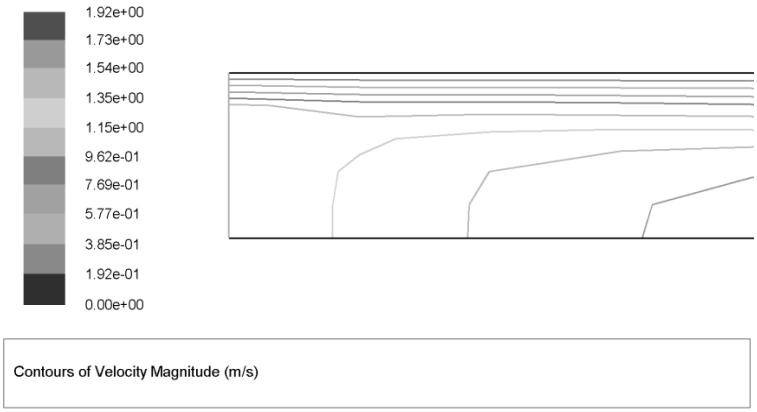

Рис. 63.
4) В графическом окне будут изображены изолинии модуля скорости, рис. 63.